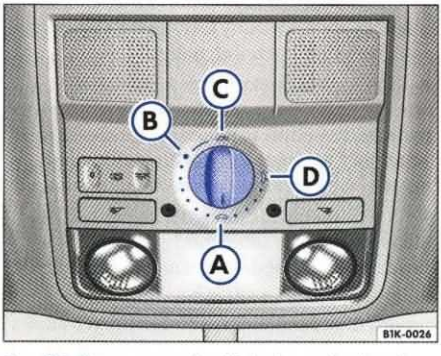

Rys. 35 Fragment tapicerki dachu: pokrętło odsuwanego dachu
– Obrócić pokrętłem w położenie ⇒ rys. 35 Ⓑ. Dach otwiera się do położenia komfortowego, w którym szum wiatru jest minimalny.